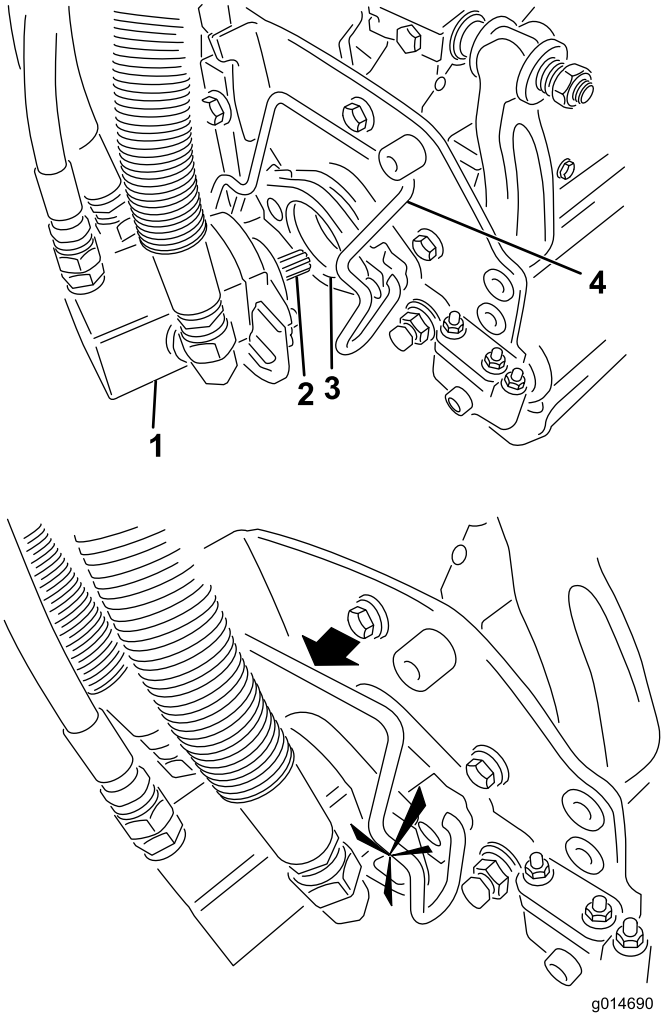

Figuur 13
7. Smeer schoon vet op de sleufas van de motor van het maaidek (Figuur 13).
8. Steek de motor in de linkerkant van het maaidek (gezien vanuit de bestuurdersstoel) en trek de motorbevestigingsstang op het maaidek in de richting van de motor totdat u aan beide kanten een klik hoort (Figuur 13).